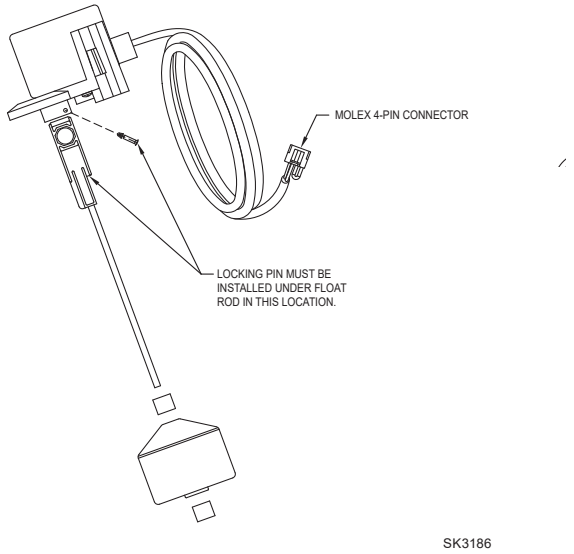

FIGURE 3
8. Assemble the operation float assembly per Figure 3. Install float switch as seen in Figure 1.